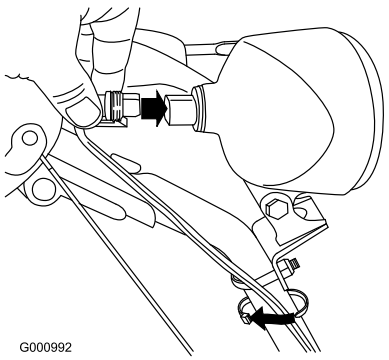

Figura 17
1. Inserite direttamente nel retro del faro il connettore situato sull'estremità allentata del cavo, finché non è saldo (Figura 17).
Nota: L'attacco in plastica sul connettore del cavo deve trovarsi in fondo (Figura 17).
2. Fissate una fascetta per cablaggio (nel sacchetto delle parti sciolte) attorno al cavo e alla stegola, a circa 2,5 cm sotto il bullone ad U (Figura 17).